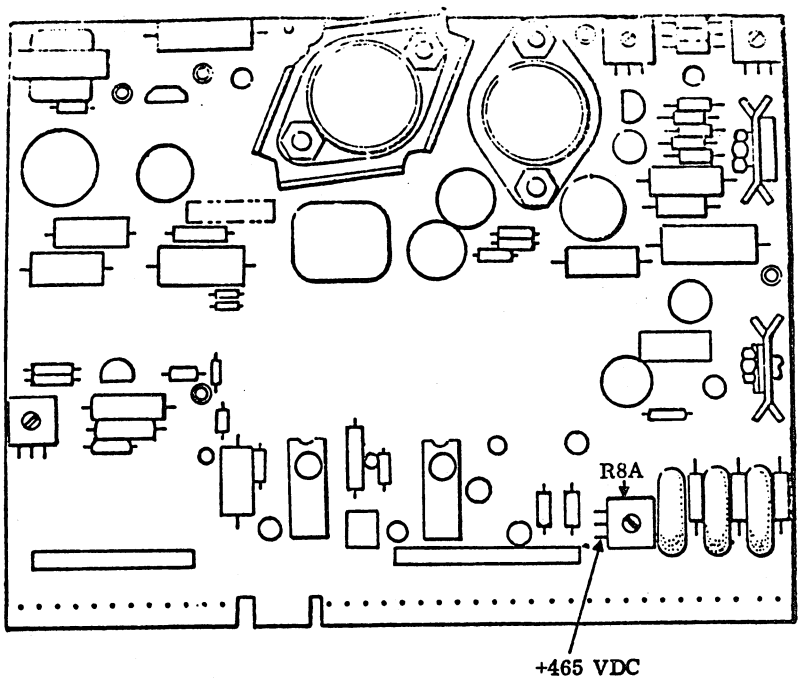

Figure 6E-29. Test Point for +465 V dc
5. Connect the red (+) lead to resistor R8A (figure 6E-29).
10. Connect the negative (-) lead to R1A (figure 6E-30).